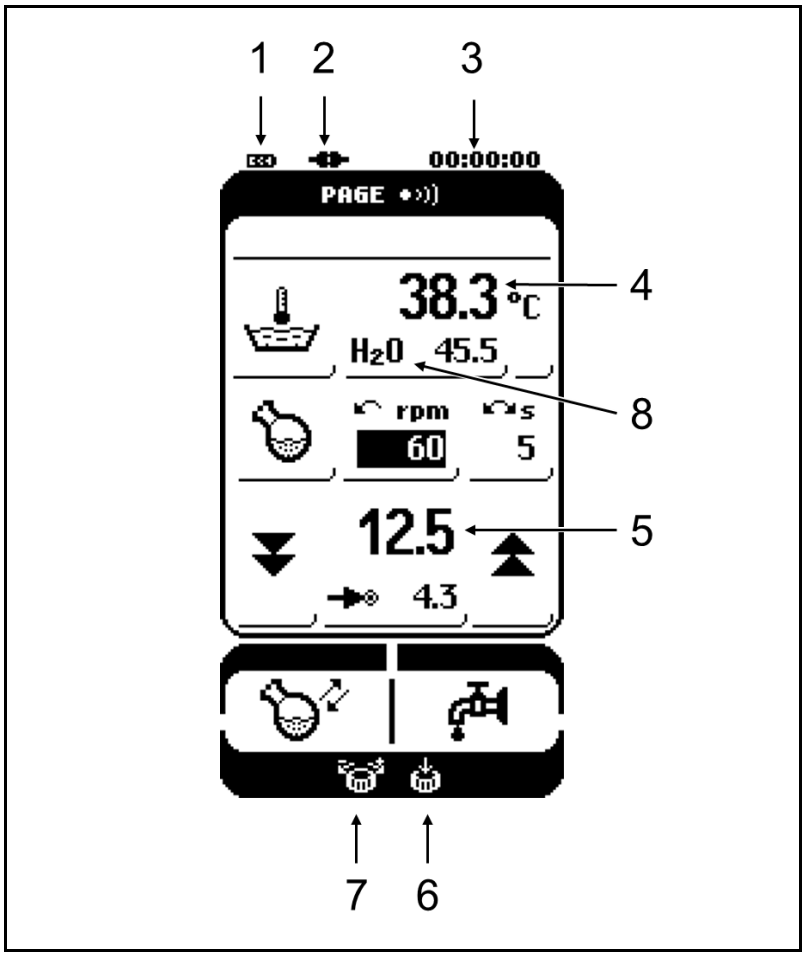
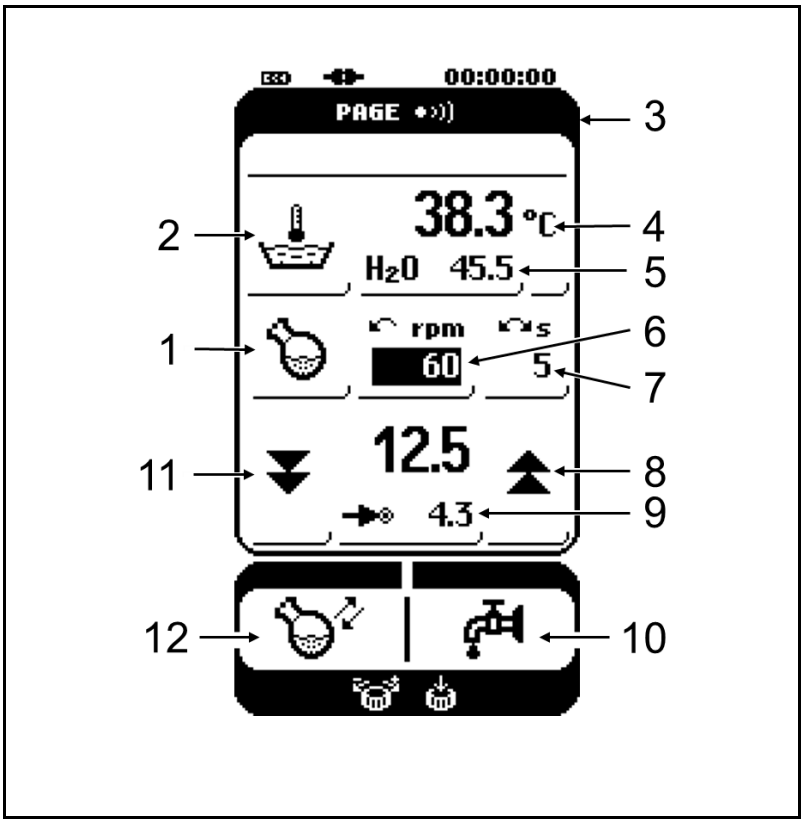
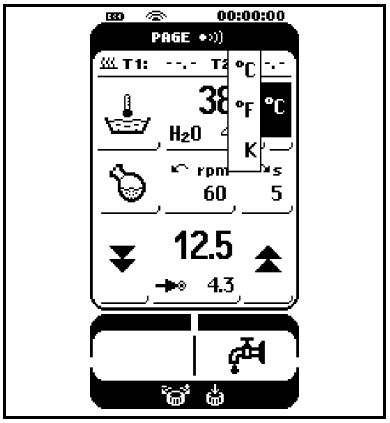
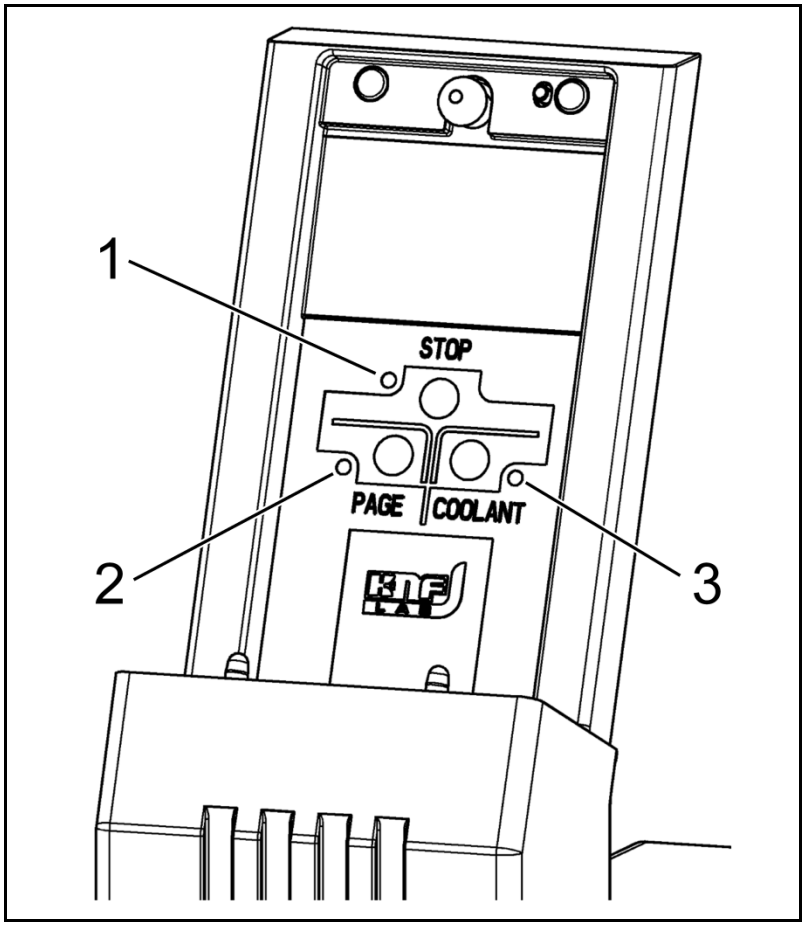

Fig. 12: Displays on the touchscreen
Fig. 13: Menus and buttons on touchscreen
Fig. 15: Temperature units menu
Fig. 19: Buttons on the RC 900 rotary evaporator
- Display of heating bath temperature and height of evaporation flask (Fig. 12/**4**+**5** , page 35);
- Menu for selecting temperature display's units of measure (Fig. 13/**4**)
- Input fields (Fig. 13) for setpoints:
- Operating keys (Fig. 13) with the functions:
The buttons with the heating bath and evaporation flask symbols are used to switch the heating bath and rotation of the evaporation flask on and off (see Fig. 13/**1** + **2**).
When the heating bath or rotation of the evaporation flask is switched on, the corresponding symbol will flash (Fig. 13/**1** + **2**).
Tab. 5 ** according to Fig. 13*
The heating bath temperature can be displayed on the hand terminal (Fig. 13/**4**) in either °C, °F, or K.
Use the Temperature units menu to select the temperature units (button on touchscreen; see Fig. 13/**5** and Fig. 15).
Use the arrow keys on the touchscreen to raise and lower the evaporation flask (see Fig. 13/**9** + **12**):
- Change the setpoint (see *Entering setpoint*). The setpoint will be approached directly when the Lower button (Fig. 13/**12**) is pressed.
ℹ If a new immersion depth is initiated with the fine adjustment, it can be adopted as the new setpoint by pressing and holding the setpoint button (Fig. 13/**8**).
The current immersion depth (see Fig. 12/**5**) will be stored as the new setpoint (Fig. 13/**9**).
Use the button with the water cock symbol (Fig. 13/**10**) to open and close the coolant valve on the chilled condenser.
When the paging button on the rotary evaporator (Fig. 19/**2**) is pressed, the hand terminal responds with a signal tone (see also Chapter 8.2).
Vice versa, the LED next to the paging button (Fig. 19/**2**) on the rotary evaporator will flash if the "Page rotary evaporator“ symbol (Fig. 13/**3**) is pressed in the hand terminal's display.
The following actions can be taken directly on the rotary evaporator when the hand terminal is removed (Fig. 19):